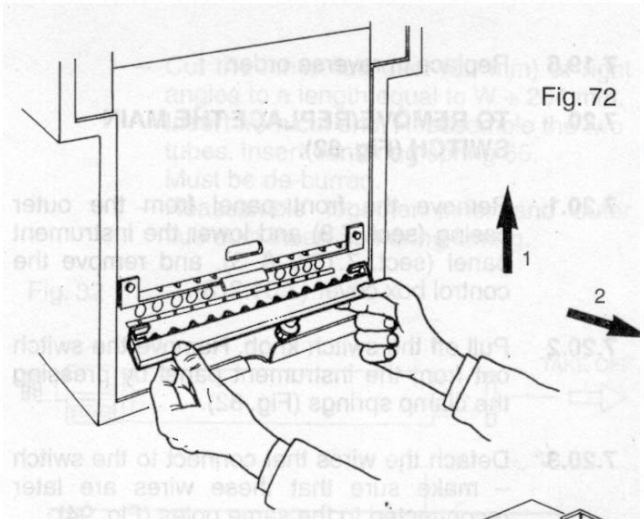

Fig. 72
7.14.4 Pull the manifold up and out from the combustion chamber (Fig. 72).